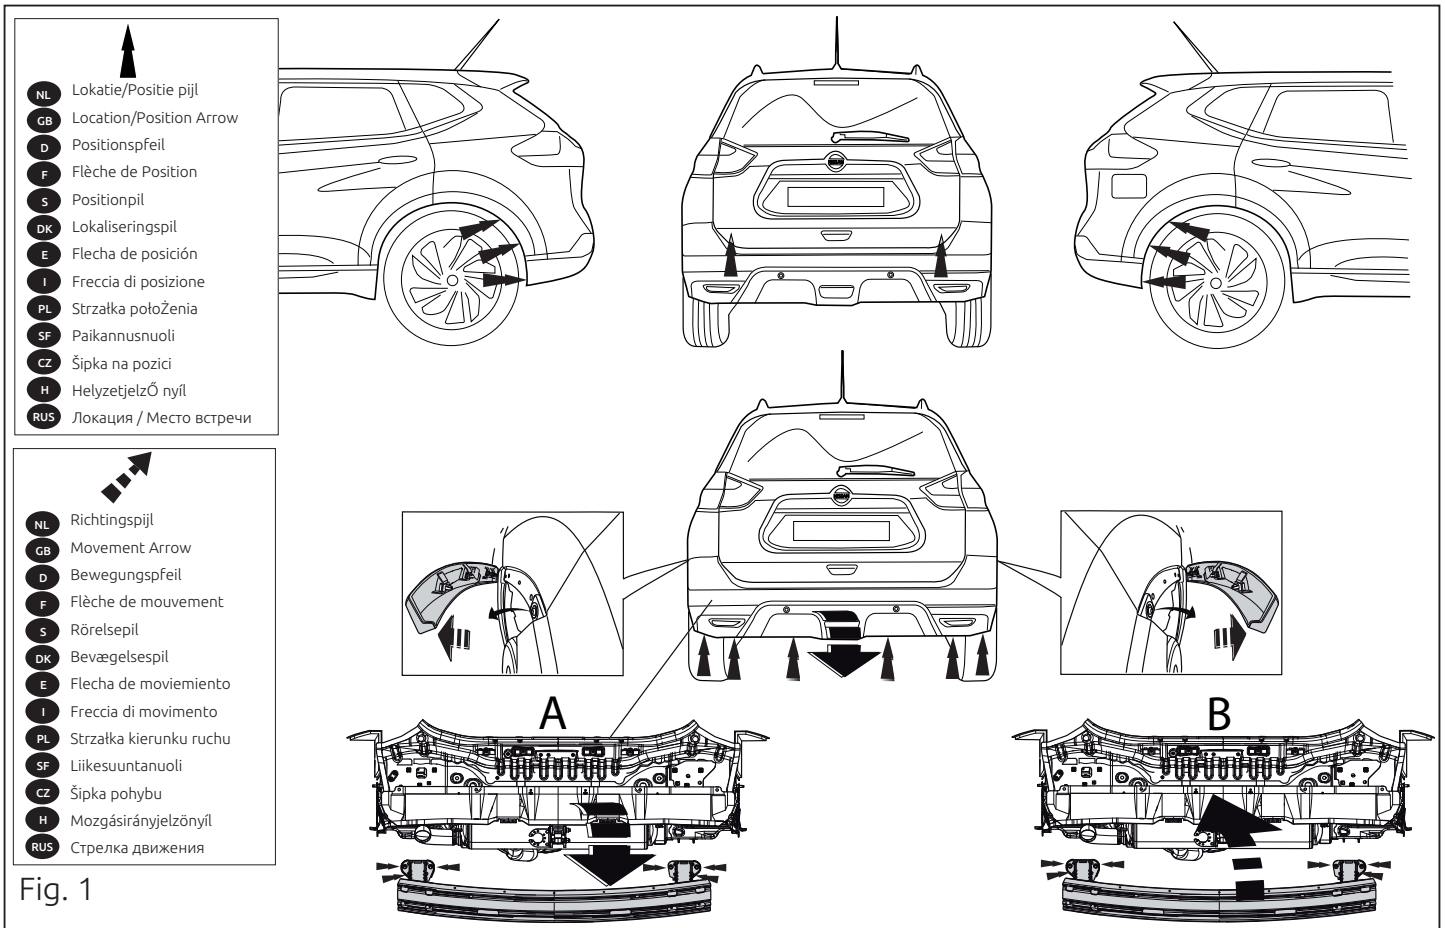

Fig. 1
1. Снять бампер вместе со стальным буферным брусом автомобиля. См. рисунок 1.